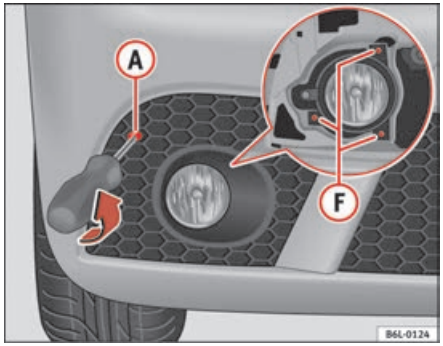

Fig. 159 Fog lights
– Remove the grille, taking out the bolt (A) ⇒ fig. 159, carefully pull the grille on the side of the screw and release the cover.
– Undo the two fastening bolts (F) ⇒ fig. 159 and when released unplug the connector.